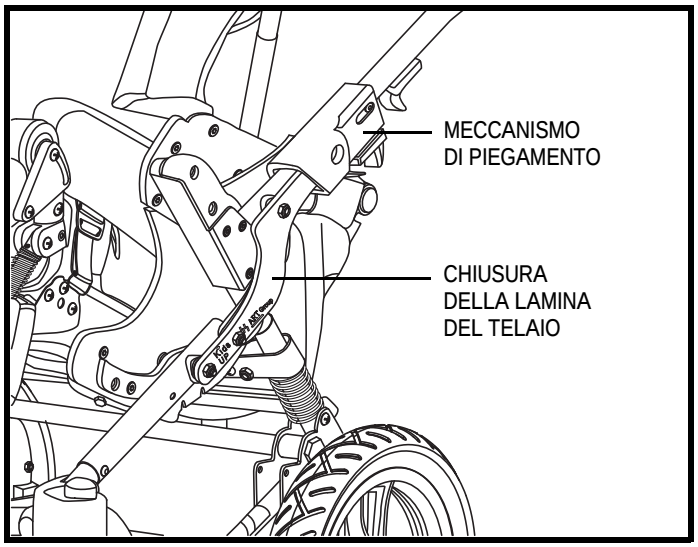

Figura 12. Leva e chiusura della lamina del telaio del Kids FAST
3. Tirare all'indietro le leve di piegamento fino a liberarle dalle chiusure del telaio. **Vedere la figura 12.**